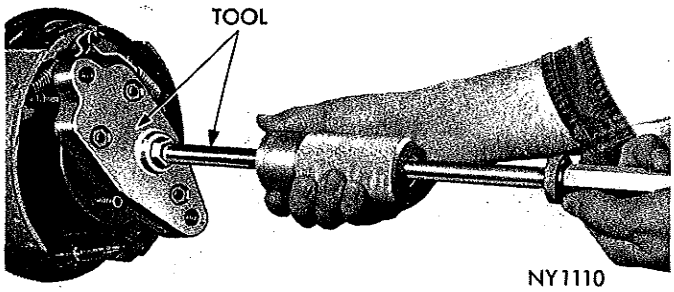
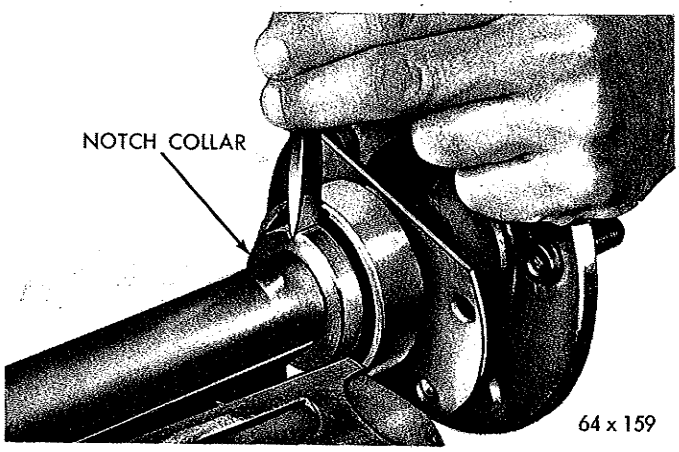
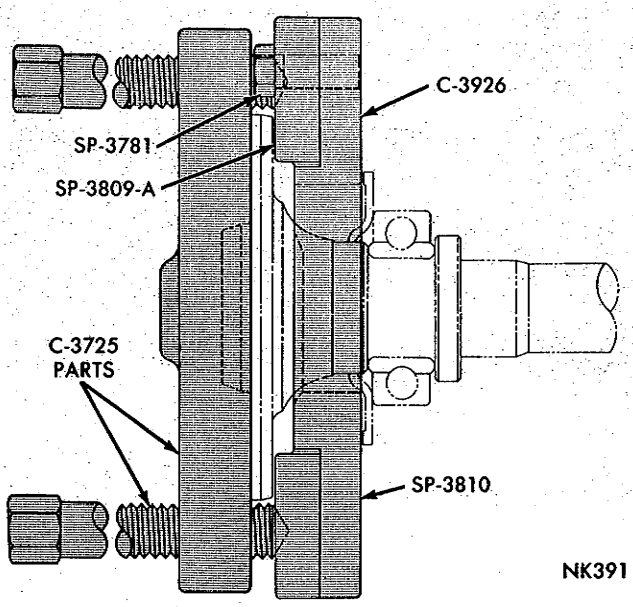
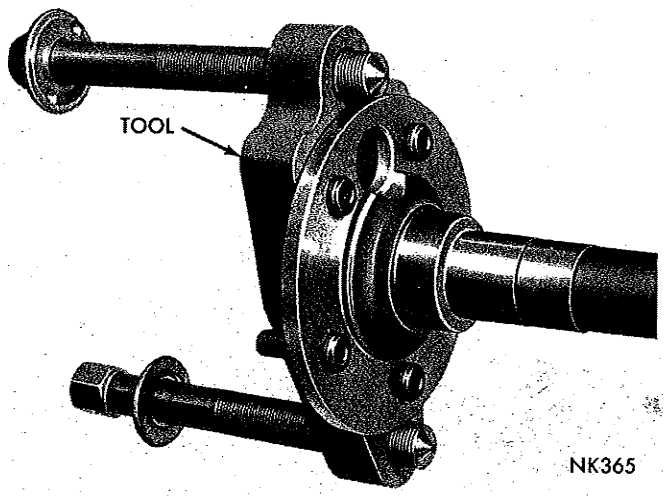

***Fig. 2—Removing Axle Shaft***
***Fig. 3—Removing Axle Shaft Collar***
*Fig. 4—Removing Axle Shaft Bearing*
*Fig. 5—Tool C-3725 Installed on Axle Flange*
(3) Using access hole in axle shaft flange, remove retainer nuts.
(4) Attach axle shaft remover tool C-3725 to axle shaft flange and remove axle shaft. Remove brake assembly (Fig. 2).
(5) Remove axle shaft oil seal from housing.
(6) Position axle shaft bearing retaining collar on a heavy vise or anvil and using a chisel cut deep grooves into retaining collar at 90° intervals (Fig. 3). This will enlarge bore of collar and permit it to be driven off of axle shaft. The bearing can now be removed using tool C-3725 and C-3926 (Fig. 4). **On Belvedere models equipped with 7¼ inch axle assembly to remove bearing use tool C-3971 and adapter C-4000 and protective sleeve over bearing race. Tool must be installed with two bolts (Fig. 5) on each side of the hole in axle shaft flange.**